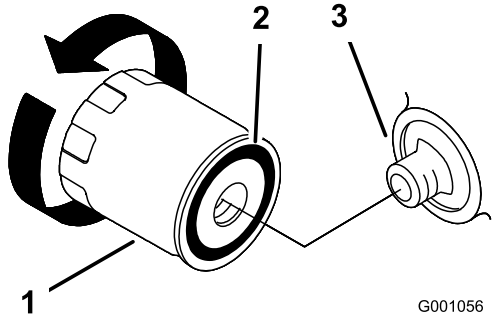

Figuur 22
2. Verwijder het oude filter en veeg de pakking van de filtertussenstuk (Figuur 22) schoon.
3. Smeer een dun laagje schone olie op de rubberen pakking van het nieuwe filter (Figuur 22).
4. Plaats het nieuwe filter op het filtertussenstuk, draai het oliefilter rechtsom totdat de rubberen pakking contact maakt met het filtertussenstuk. Draai het filter vervolgens nog een extra 2/3 tot 1 slag vast (Figuur 22).